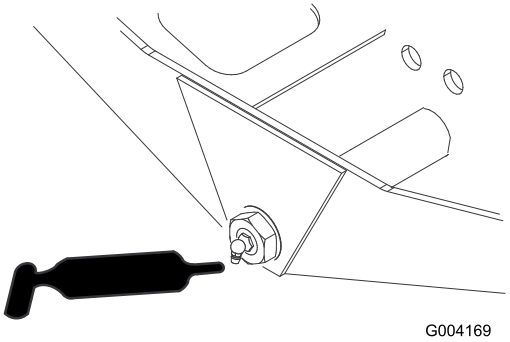

Figur 46
- Axelns styrtapp (1) (Figur 46)